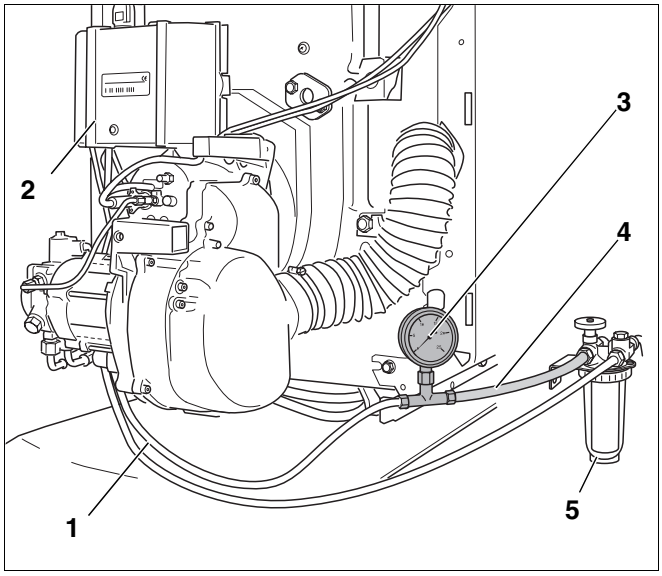

Abb. 16 Ölfilter, Vakuummeter und transparenter Schlauch
- Vakuummeter (Abb. 16, **Pos. 3**) mit transparentem Schlauch (Abb. 16, **Pos. 4**; Zubehör), wie in Abbildung 16 dargestellt, zwischen Ölfilter (Abb. 16, **Pos. 5**) und Ölansaugleitung (Abb. 16, **Pos. 1**) montieren.
- Blasenfreiheit des angesaugten Öls über den transparenten Schlauch (Abb. 16, **Pos. 4**) kontrollieren.